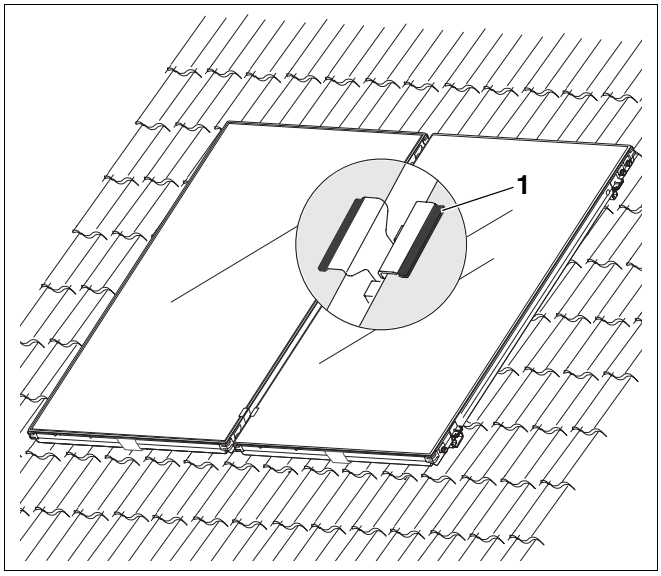

Afb. 45 Collectoren in het midden fixeren
- Leg de afgeschuinde zijde van de dubbele klem op de glasschijf van de collectoren (afb. 45).
Zorg ervoor, dat de beschermingskapjes (afb. 45, **pos. 1**) van de dubbele klemmen voorhanden zijn.